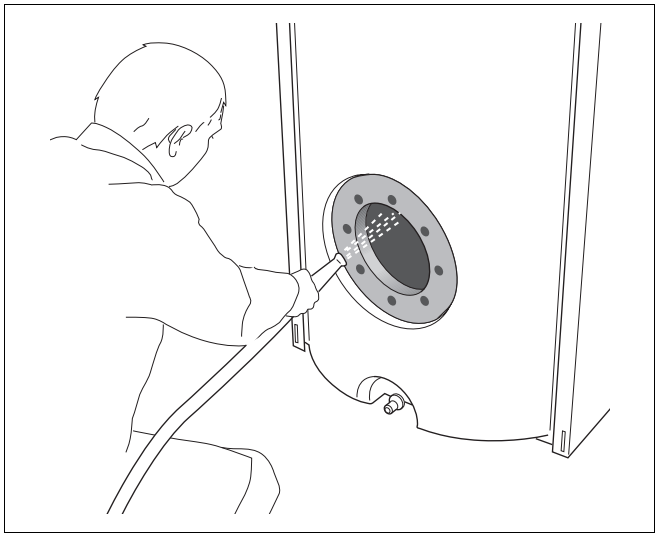

Rys. 15 Spryskanie podgrzewacza
- Spryskać wnętrze podgrzewacza mocnym strumieniem zimnej wody (nadciśnienie ok. 4 – 5 bar) (rys. 15).